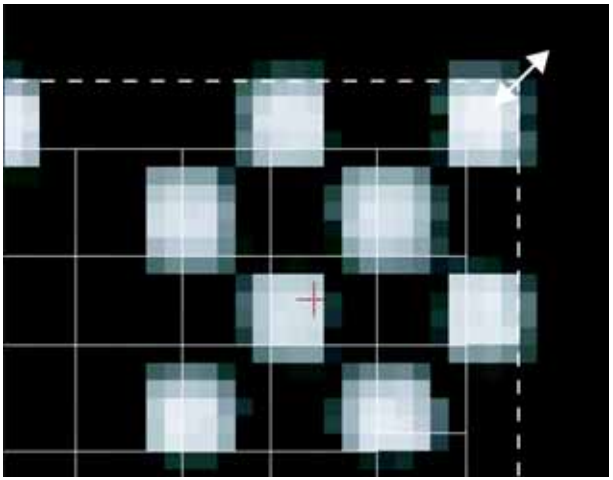

Figure 9.3
c. Use the click-and-drag method or the keyboard arrow keys to adjust the horizontal or vertical position of the grid so that it is aligned over the corner of the image **(Figure 9.3)**.